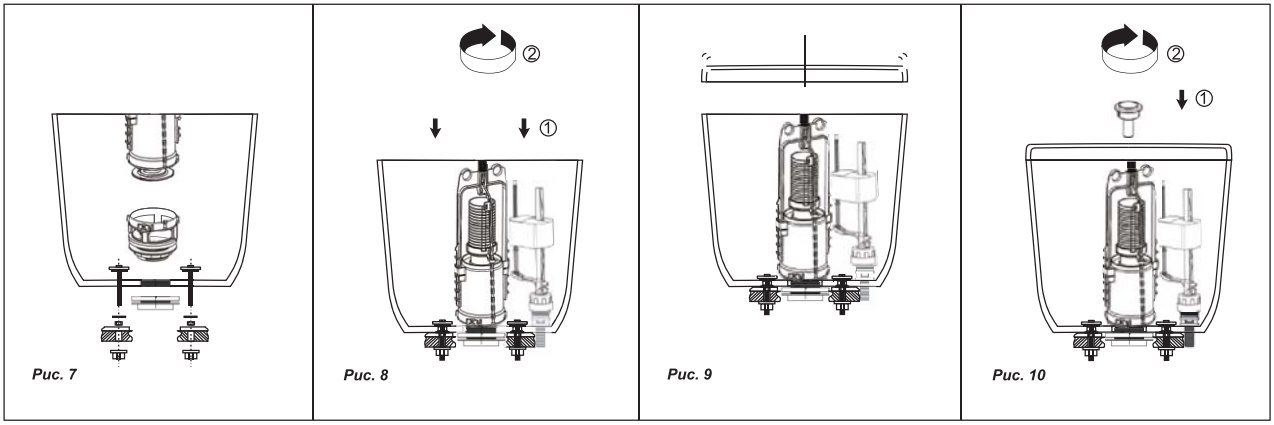

Рис. 7 *Рис. 8* *Рис. 9* *Рис. 10*
1. Установите арматуру (донный клапан) спуска воды в бачок ***(рис.7)***. Нижний корпус донного клапана вместе с запорным кольцом монтируется внутри бачка и затягивается гайкой донного клапана снаружи. Для обеспечения герметичности соединения бачка с унитазом в специальное углубление на чаше унитаза фиксируется прокладка между бачком и чашей (клеевым слоем вниз). Внутрь бачка устанавливаются крепежные болты с прокладками. Бачок крепится к унитазу затягиванием гаек на крепежных болтах, после чего внутрь бачка устанавливается арматура (клапан) наполнения воды и закрепляется снаружи зажимной гайкой.